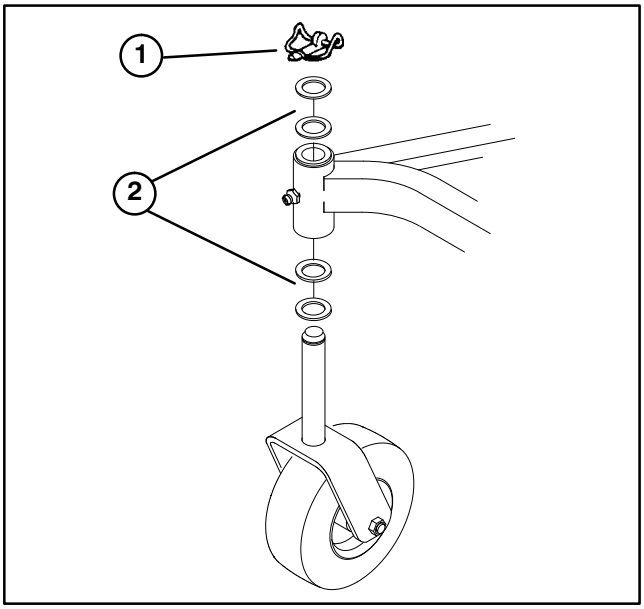

Figure 23
4. Insert pin punch into top or bottom of mounting tube and drive bushing out of tube (Fig. 23). Also drive other bushing out of tube. Clean inside of mounting tube to remove any dirt.